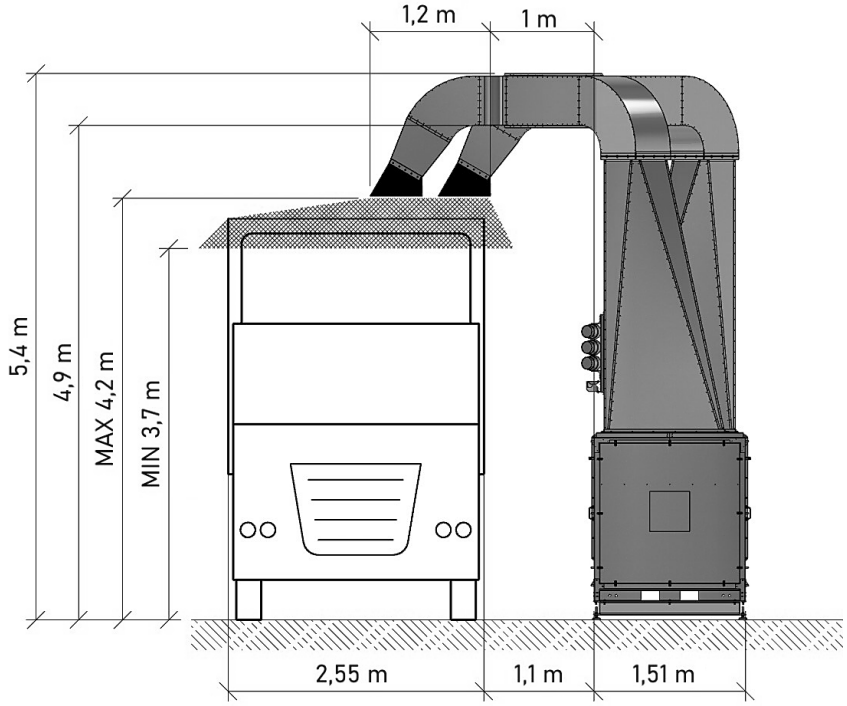
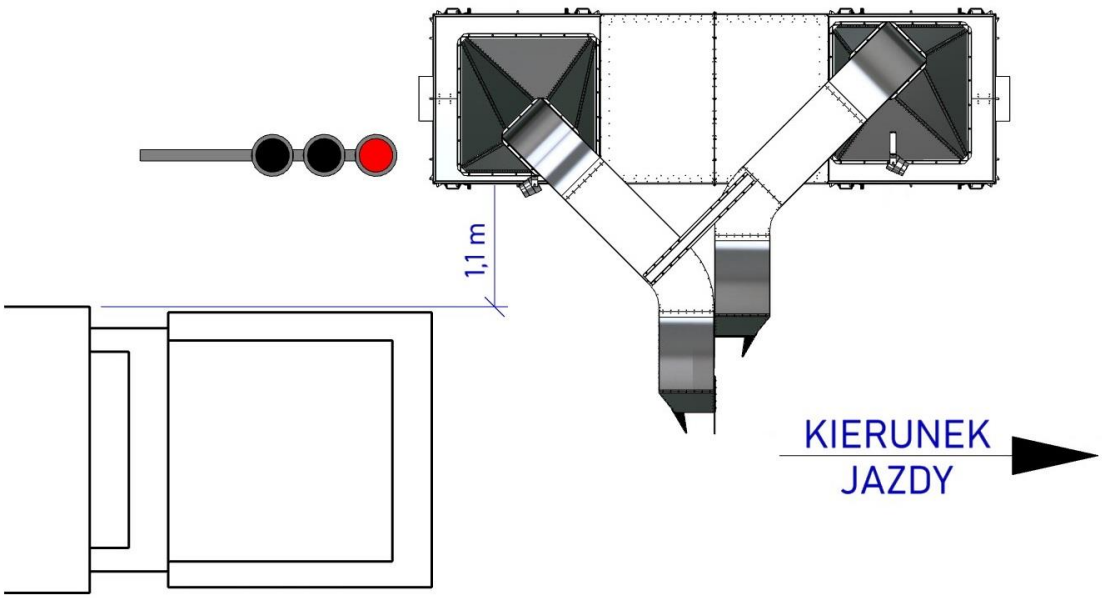

Rysunek 19
Rysunek 20
A. Przygotuj pojazd do oczyszczania i podjedź do urządzenia. Zachowaj odstęp od **brzegu urządzenia ok.1,1 m**. Zatrzymaj się kabiną kilka metrów od dysz tak, aby widzieć sygnalizator – patrz Rysunek 19 i Rysunek 20 poniżej.